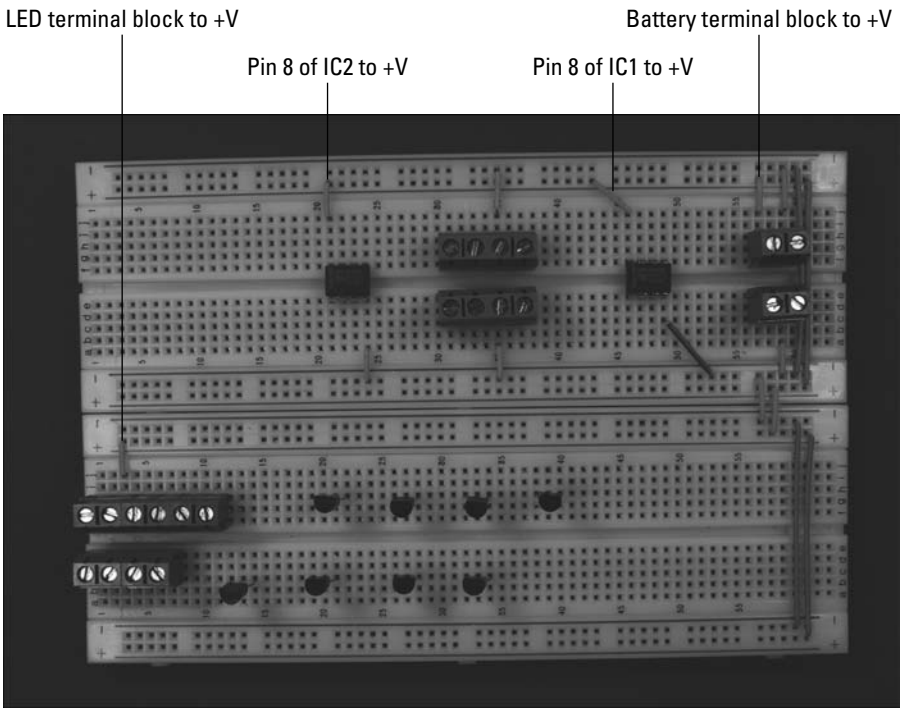

Figure 5-7: Connect components to the +V bus.
4. **Insert wires to connect the ICs, the battery terminal block, and one of the LED terminal blocks to the +V bus. Then insert wires between the +V buses to connect them, as shown in Figure 5-7.**